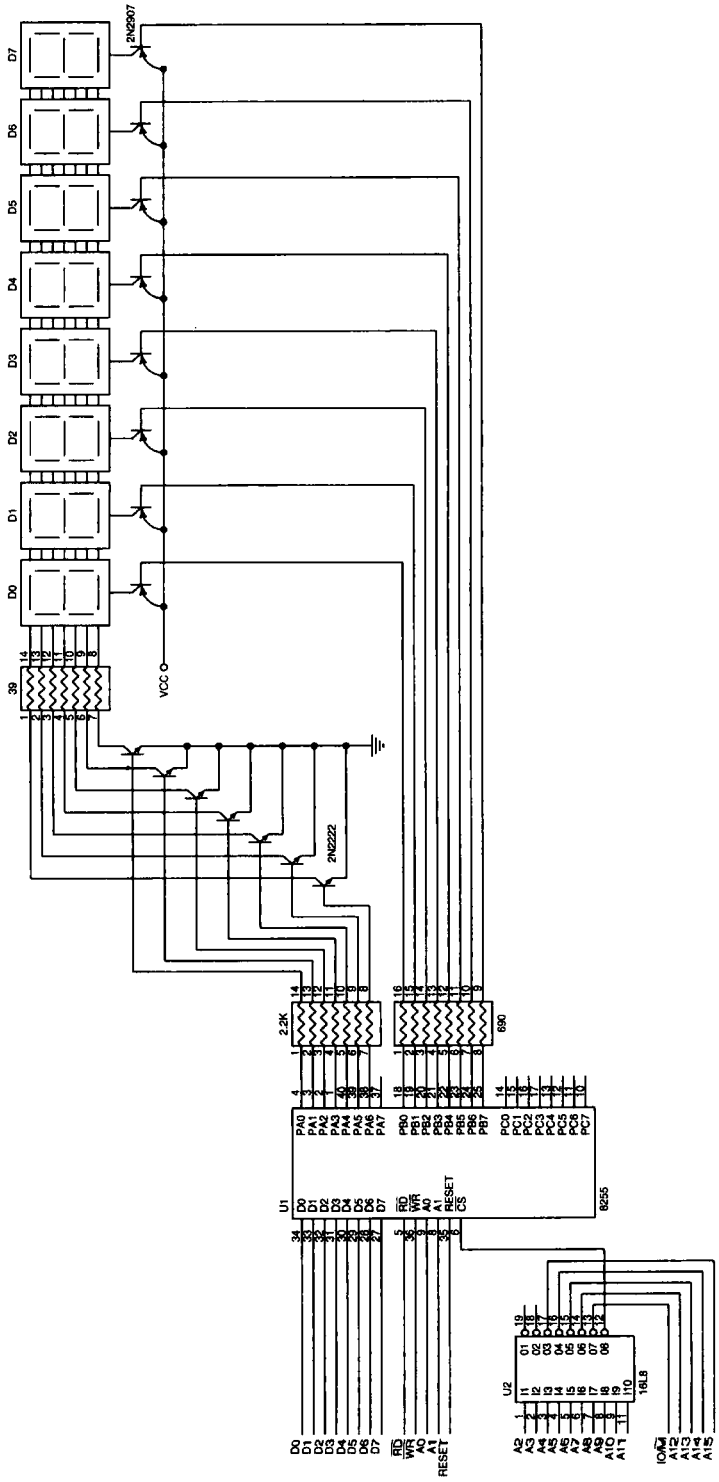

图11-21 一个8位LED显示器通过82C55的PIA连接到8088微处理器上
图 11-21 给出了 82C55 与一组 8 个 7 段码 LED 显示器相连的电路。这是标准的 LED,但通过修改电阻值可以连接有机 LED(OLED)或高亮度 LED。此电路中,端口 A 和 B 均被编程为(方式 0)简单的锁存输出端口。端口 A 提供段数据输入给显示器,端口 B 给多路复用显示器提供一次选择一个显示位置的方式。82C55 通过 PLD 与 8088 微处理器相连接,其 I/O 端口号为0700H～0703H。对 PLD 的编程在例 11-8 中给出。该 PLD 器件译码 I/O 地址,并为 82C55 的$\overline{WR}$引脚产生写选通信号。
-- 图 11-21 中译码器的 VHDL 代码描述
选择图 11-21 中的电阻阻值,使段电流为 80mA。当显示器多路复用时,要求产生的每段平均电流为 10mA。一个 6 位数字显示器要用 60mA 的段电流,每段平均 10mA。在这种显示系统中,在任何给定时刻 8 个显示位置只有一个位置发光。8 位数字显示器的阳极峰值电流为 560mA(7 段 × 80mA),但平均阳极电流为 80mA。在 6 位数字显示器中,其峰值电流将为 420mA(7 段 ×60mA)。一旦显示器多路复用,我们就把段电流从 10mA(显示器使用每段 10mA 作为额定电流)增加为显示位数与 10mA 的乘积。这意味着一个 4 位数字显示器使用每段 40mA 电流,一个 5 位数字显示器使用每段 50mA 电流,依次类推。
在这个显示器里,段负载电阻上通过 80mA 电流并约有 3.0V 的电压降。LED 额定电压为 1.65V,通过阳极开关和段开关后会降低十分之几伏,因此需要 3.0V 电压通过段负载电阻。电阻值为3.0V/80mA = 37.5Ω。则图 11-21 中使用最接近的标准电阻值 39Ω 作为段负载电阻。